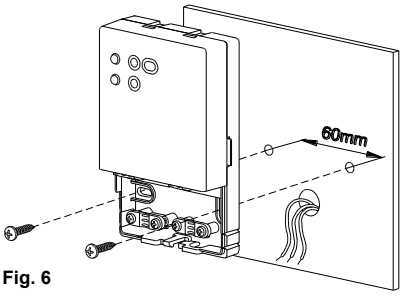

Fig. 6
5. Fix the plate onto the wall using the two screw housings with a 60 mm centre-to-centre distance (use the screws and/or dowels supplied) - Fig. 6.